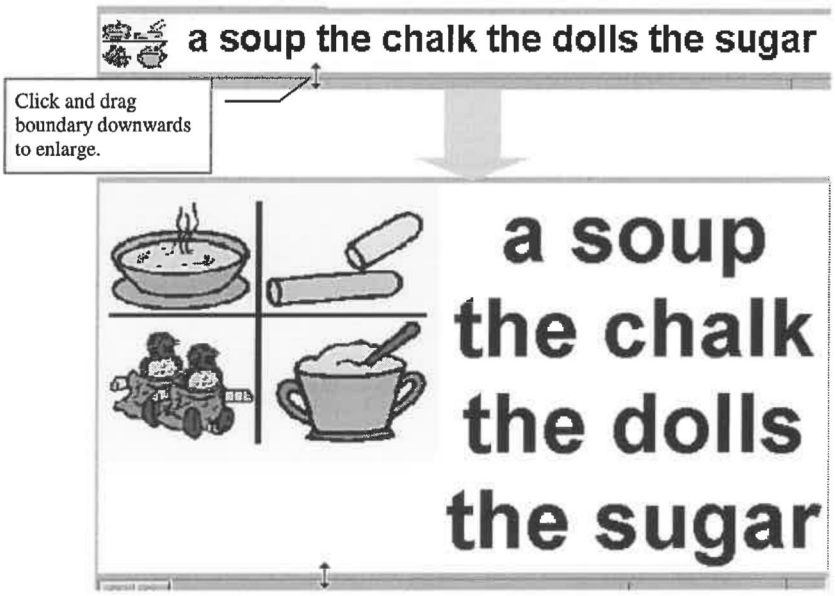

Figure 20 Resizing the Prompt display
- Make the contents of the Prompt display more visible Figure 20.